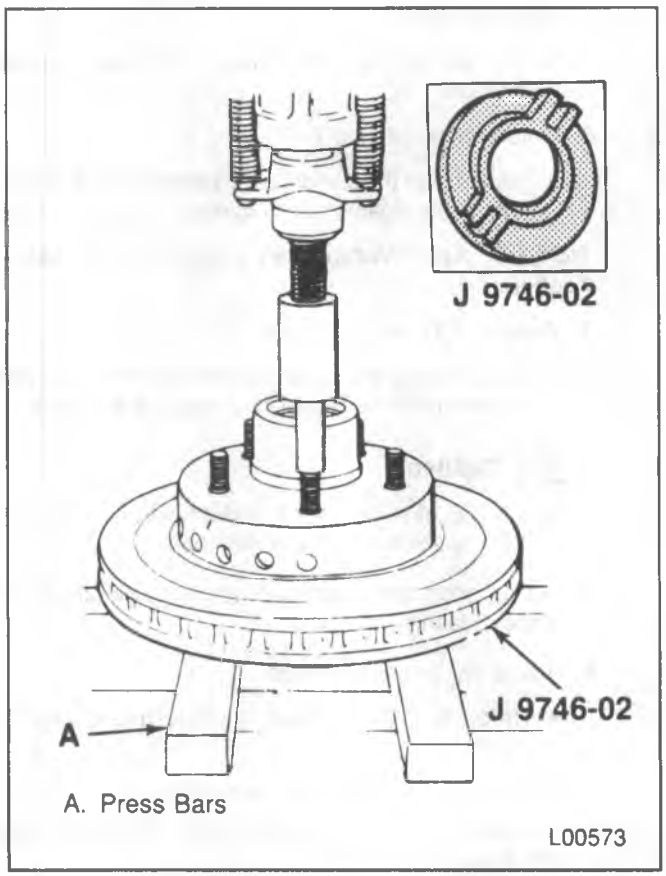

Figure 17 – Removing the Hub Bolts
Remove or Disconnect (Figure 17)
2. Wheel hub bolts (74) with a press.
- Support the hub/rotor (81) using J 9746-02 and press bars (figure 17).